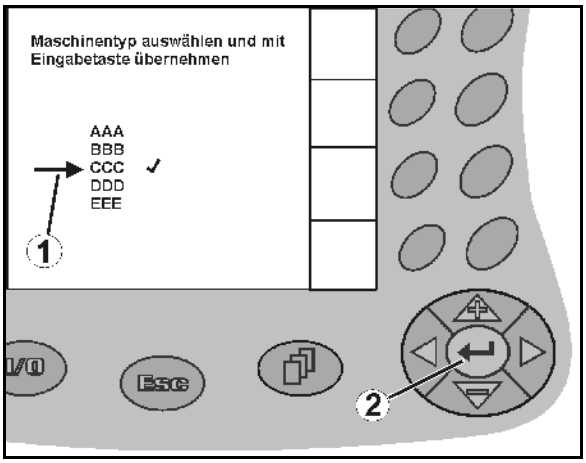

Fig. 14
- Position the selection arrow (Fig. 14/1) with and .
- Accept the selection (Fig. 14/2).